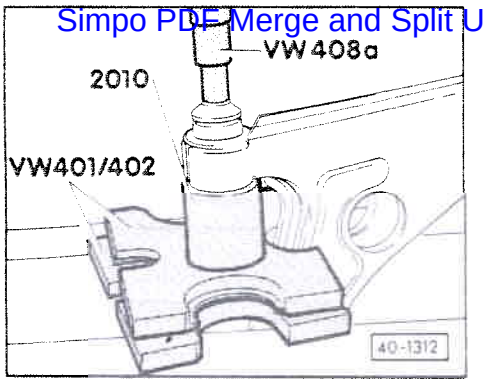

Fig. 1 Palier avant du bras de guidage : extraction et emmanchement à la presse
- ♦ Remplacer => fig. 1
- ♦ Desserrer et serrer => fig. 1
- ♦ Comprimer auparavant le ressort hélicoïdal => fig. 1
◄ **Fig. 1 Ressort : dépose et repose**
- ♦ Extraire et emmancher à la presse => fig. 1
- Visser et dévisser => fig. 1